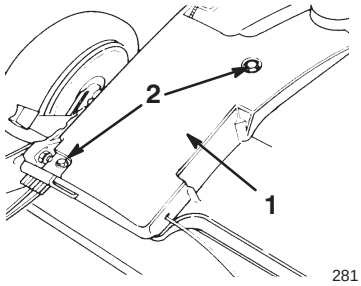

Bild 21
4. Bringen Sie die Riemenabdeckung wieder an (Bild 21).